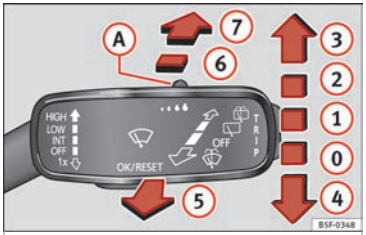

Fig. 130 Windscreen wiper lever: rear window wiper.
– Press the lever forward to position (6) ››› **Fig. 130**. The wiper will wipe the window approximately every 6 seconds.
– Press the lever fully forwards to position (7) ››› **Fig. 130** . The wiper and washer operate at the same time. The rear window wash system will function as long as you hold the lever in this position.